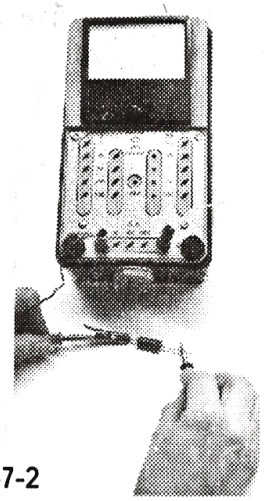

Рис. 8-7-2
4. Возьмите резистор с сопротивлением от 1 до 100 Ом и к его выводам приложите свободные концы щупов (см. рис. 8-7-2). Сопротивление резистора соответствует показанию стрелки на шкале омметра.